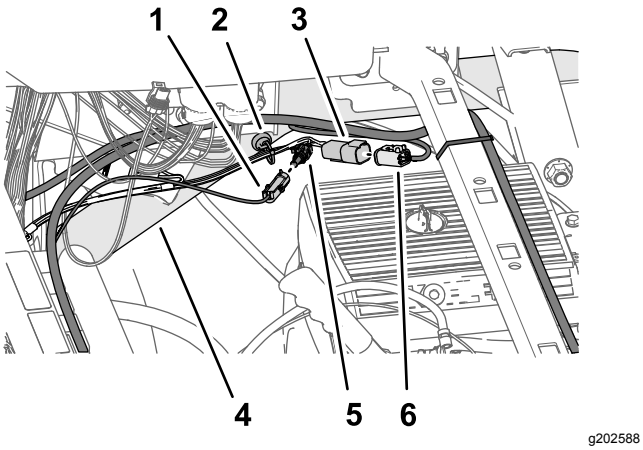

Figuur 202
3. Sluit de stekker met 1 pin van de accukabel met aanduiding ***IMPORTANT*** ONLY CONNECT THIS WIRE TO SWITCHED 12V POWER SOURCE (***belangrijk*** sluit deze draad alleen aan op de geschakelde 12 V voedingsbron) aan op de connector met 1 contact van de aftakking van 66 cm van de bijgeleverde kabelboom (Figuur 202) met aanduiding SW'D PWR FOR GEN 2 TOPCON (geschakeld vermogen voor gen. 2 topcon).
4. Sluit de stekker met 4 pinnen van de aftakking van 66 cm van de bijgeleverde kabelboom met aanduiding ASC 10 PWR & CAN FROM X30 (voeding ASC 10 en CAN van X30) aan op de connector met 4 contacten van de aftakking van de datakabel met aanduiding CAN 2/ASC10 BUS (Figuur 202).